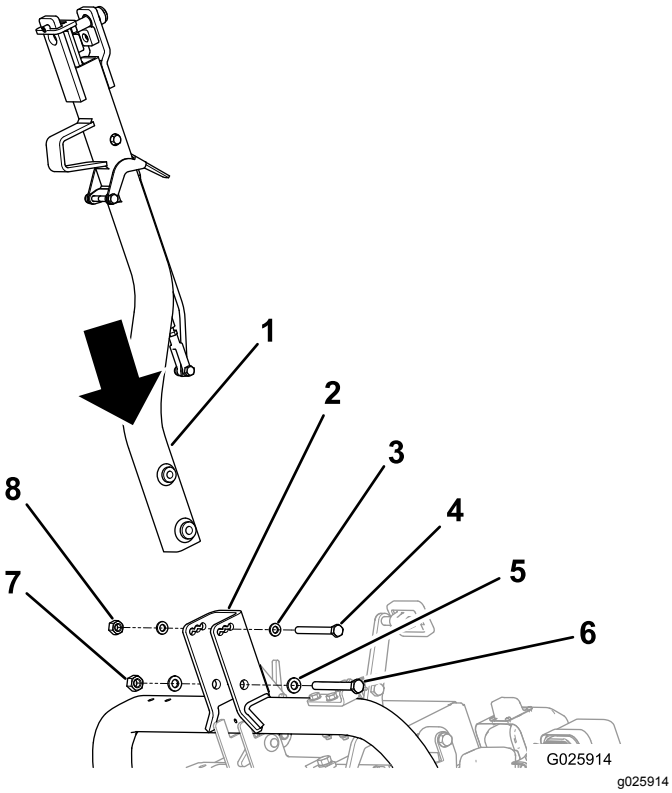

**Figuur 5**
2. Bevestig de haak aan de draaibeugel met geschikt bevestigingsmateriaal; zie Figuur 5.